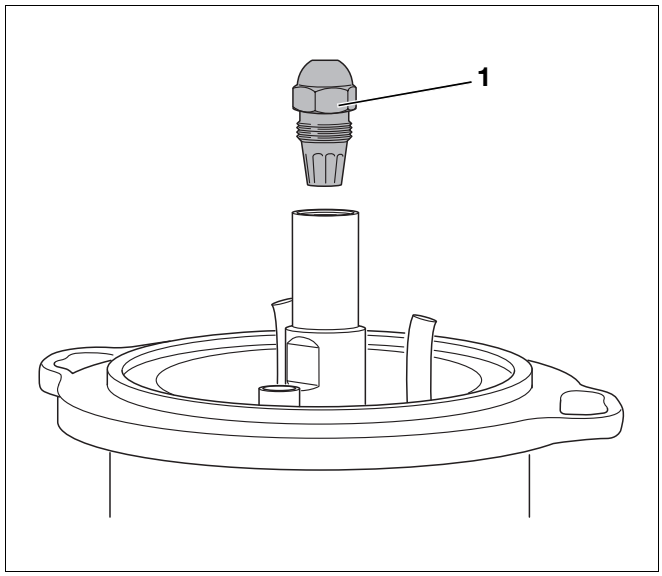

Rys. 36 Demontaż dyszy
- Odkręcić dyszę (Rys. 36, **Poz. 1**) dwoma kluczami SW 16 i SW 19.
- Zdemontować dyszę (Rys. 36, strona 33).